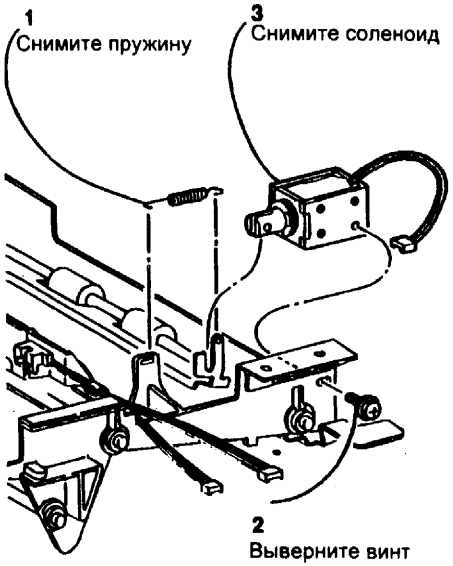

Рис. 1 Снятие соленоида затвора регистрации
6. (Рис. 1) Снимите соленоид затвора регистрации.